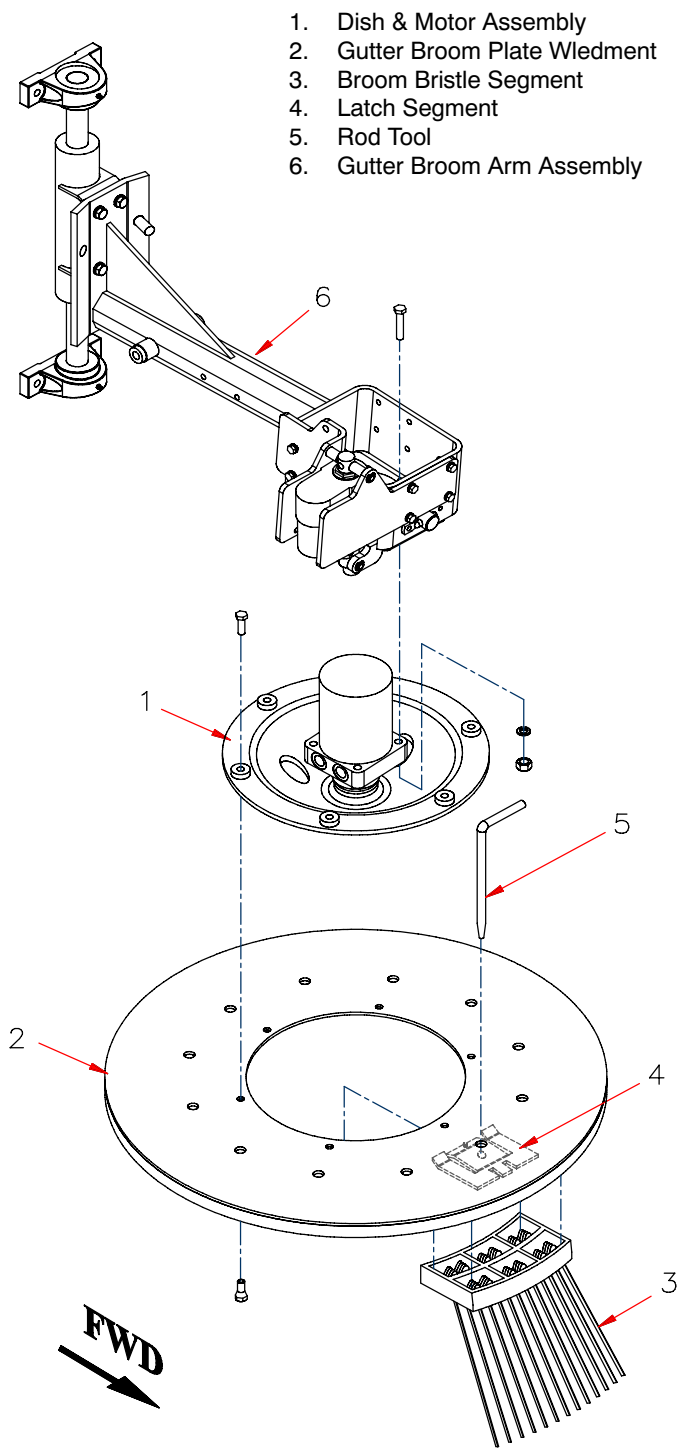

Fig: 5.24 A *Gutter Broom Plate/Brush Removal and Installation are basically the same on both sides.*
2. Place the shifter in the *Park (P)* position, setting the parking brake.
6. Using the rod tool *(Fig: 5.24 A; 5)*, unlock the bristle segment *(3)* from the gutter broom plate.